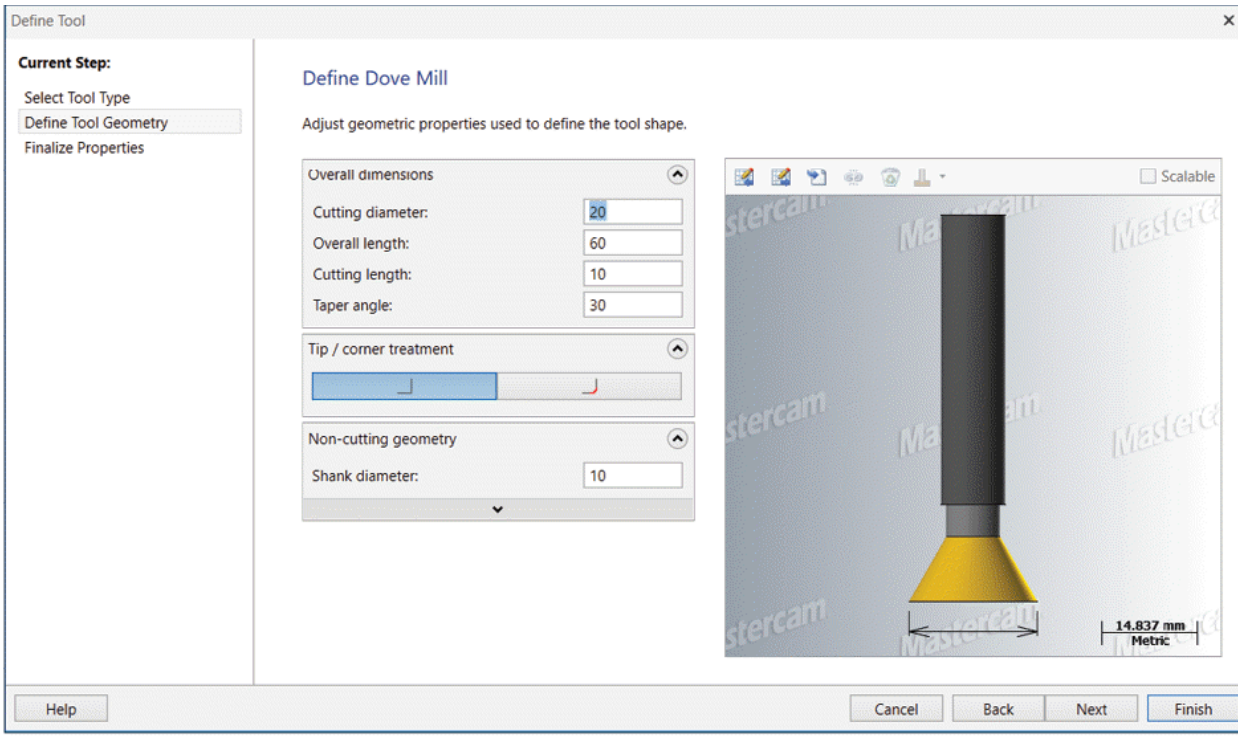

Figure-32. Creating a new dove mill tool
- Click on the **Next** button from the box. The **Define Tool Geometry** page will be displayed in the dialog box; refer to Figure-32.